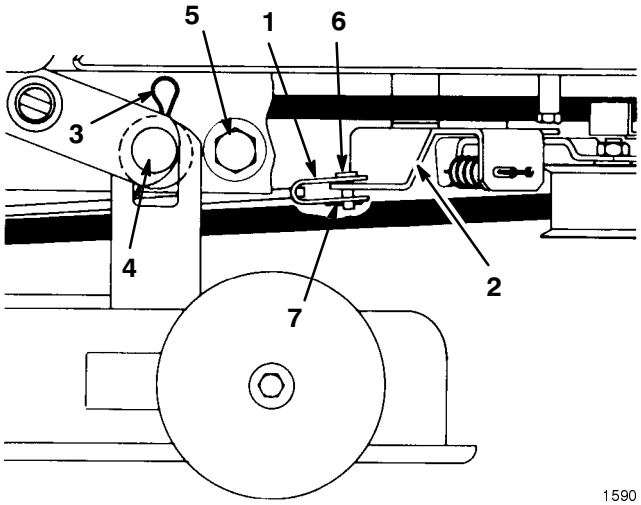

Bild 26
9. Entfernen Sie den Splint und den Lastösenbolzen, mit dem die Bremsstange am Schneidwerk mit dem Spannscheibenbügel verbunden wird (Bild 26).
10. Entfernen Sie die zwei Splinte und Scheiben, mit denen das Schneidwerkgehäuse an den Befestigungsstiften abgesichert ist (Bild 26). Halten Sie das Schneidwerkgehäuse und bewegen es seitwärts, bis es von den Stiften abgeht und dann vorwärts, damit die vorderen Befestigungen herunterfallen können.
5. Entfernen Sie die Schrauben, Halterungen und Sicherungsmuttern, mit denen die Anschläge am Schneidwerk mit der Seite des Schneidwerkrahmens verbunden sind (Bild 26). Schieben Sie das Schneidwerkgehäuse nach hinten, um den Riemen zu schlaffen.